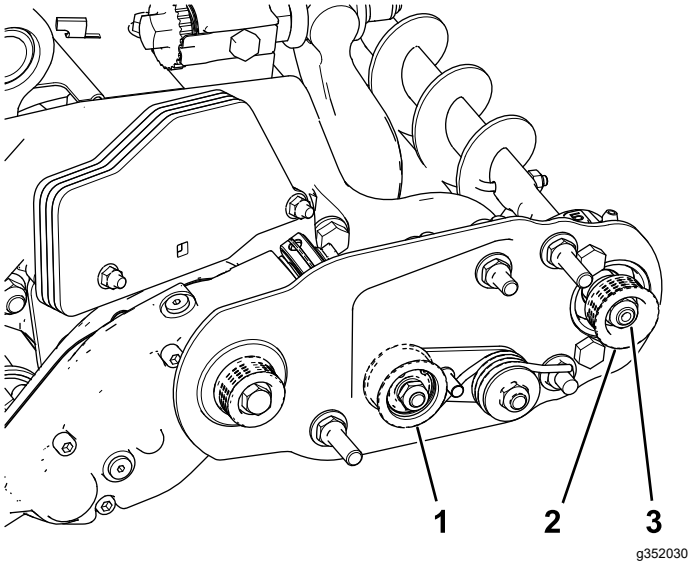
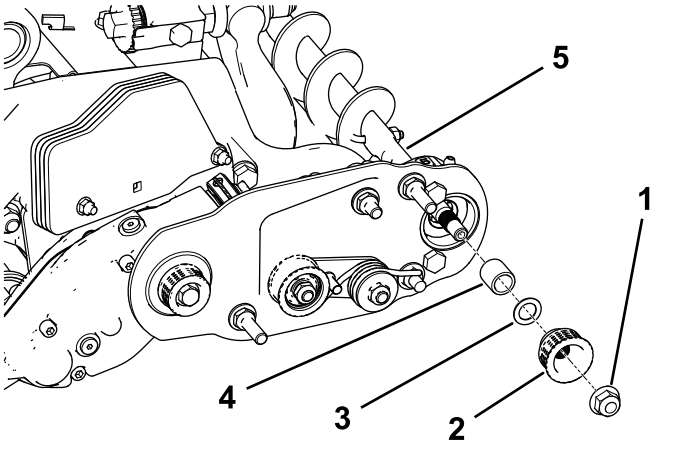

Figure 24
Figure 25
Remarque: La poulie menée (au niveau de l'arbre de la brosse) peut bouger vers l'intérieur ou l'extérieur (Figure 24).
2. Tout en tournant le cylindre, ce qui entraîne la poulie d'entraînement, déchaussez la courroie de la poulie (Figure 24).
3. Retirez le contre-écrou qui fixe la poulie menée à l'arbre de la brosse (Figure 24 ou Figure 25).
4. Déposez la poulie menée de l'arbre (Figure 25).
5. S'il est nécessaire de déplacer la poulie vers l'extérieur, ajoutez une rondelle de 0,8 mm d'épaisseur (Figure 25).